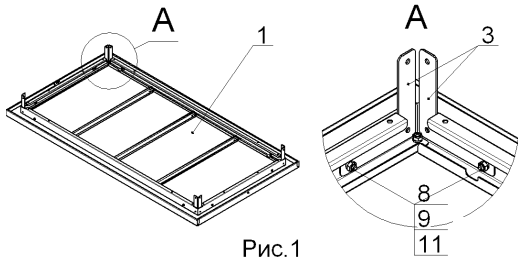

Рис.1
1. Рис.1: установить на столешнице (1) угольники (3), при помощи болтов, гаек и шайб (8, 9, 11), на крайние отверстия, гайки не затягивать.